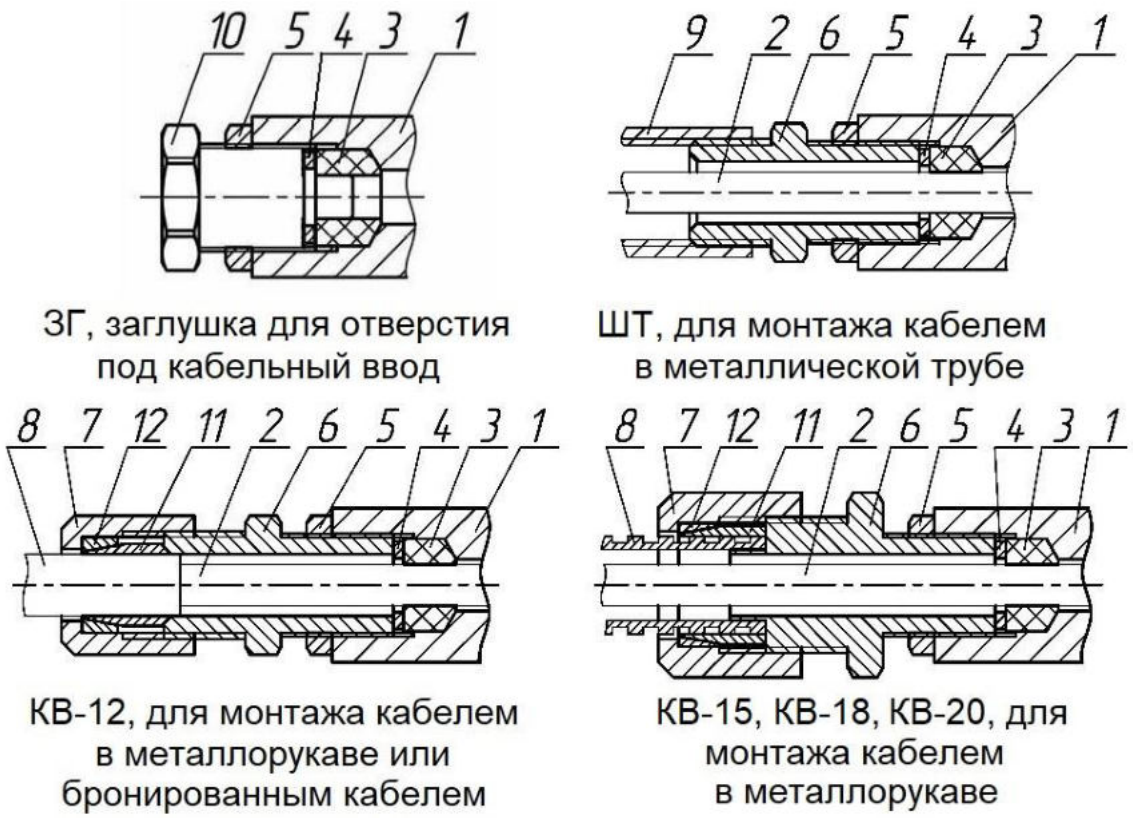

Рисунок 12 – Вводные устройства с одинарным уплотнением
3. **Кабельные вводы** (в комплект не входят, по отдельному заказу) – вид кабельных вводов выбирается по таблице №4, рис. 12, 13.